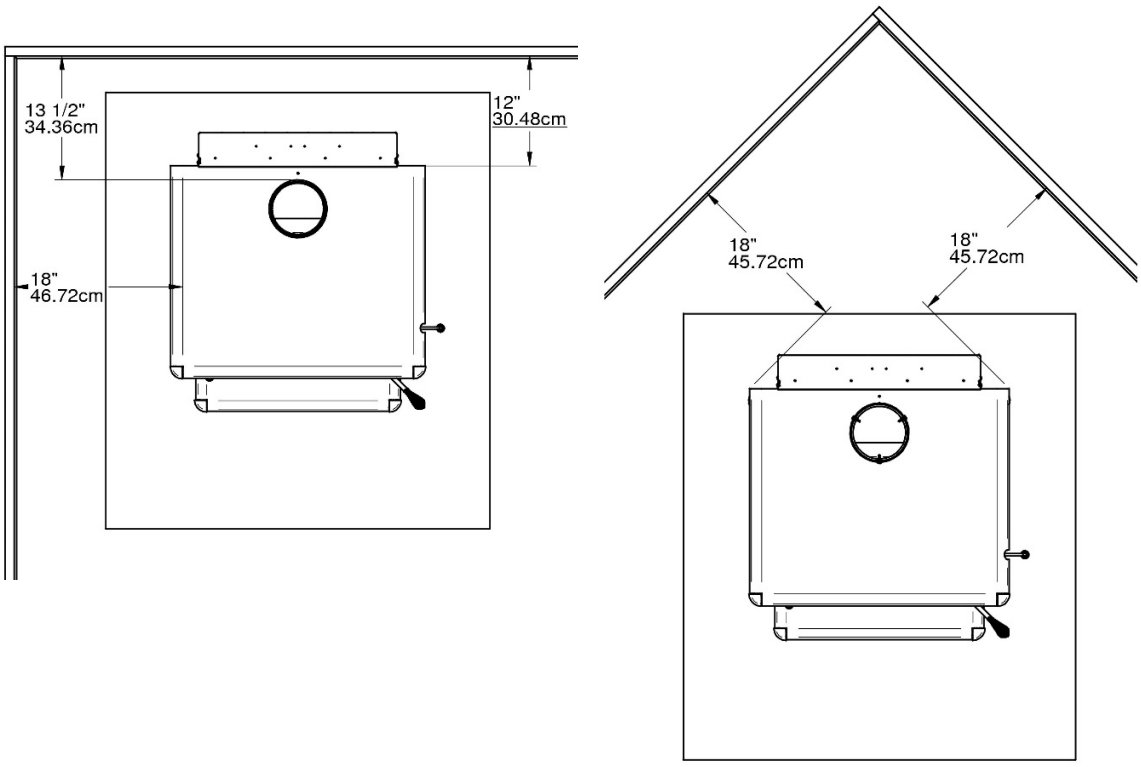

**Figure 3**
- **For a 45° corner installation, or other corner installation, the minimum clearance between the cook stove and non-combustible material must be 18 inches (Figure 3).**